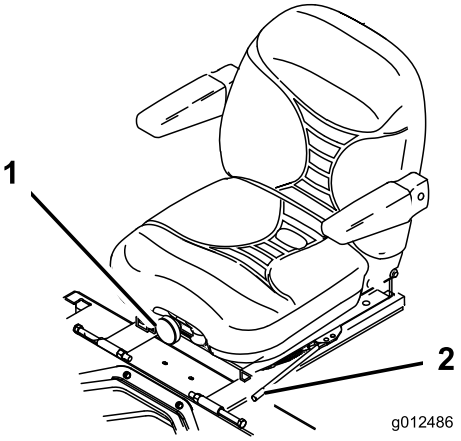

Figur 28
1. Flytt spaken sidelengs for å låse opp setet for å justere (Figur 28).
Drei den fremre knotten enten til høyre eller venstre for å gi best mulig komfort (Figur 28).